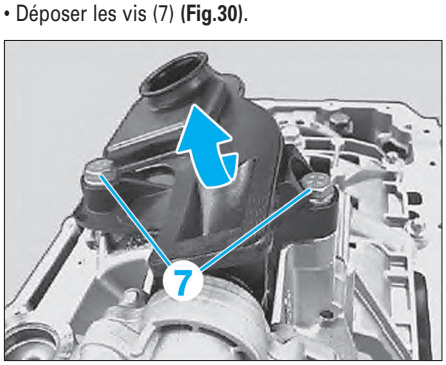

Fig. 30
• Déposer les vis (7) **(Fig.30)**.